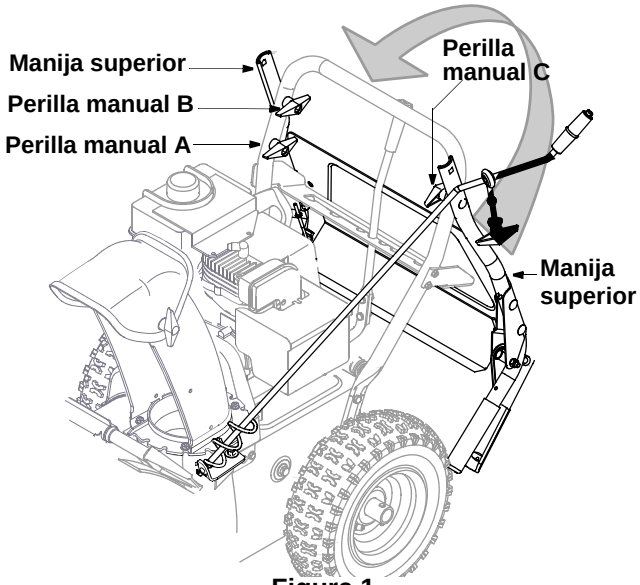

Figura 1
2. Saque la perilla manual A, la arandela cónica y el tornillo del carro de la manija inferior. Ver la Figura 1. Guarde el hardware.
3. Afloje las perillas manuales B y C, que se muestran en la Figura 1, pero no las saque de la unidad.